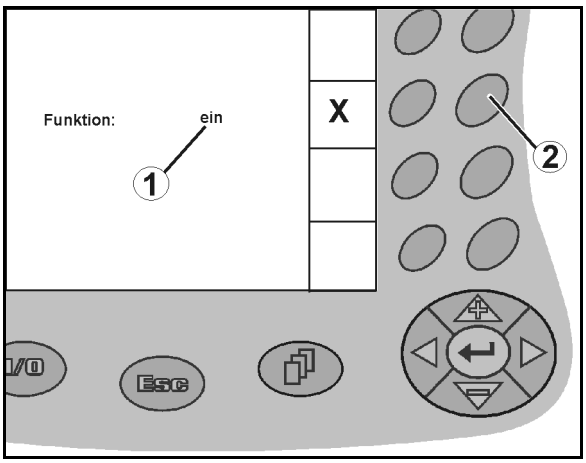

Fig. 14
- Press function key (Fig. 14/2) once
→ Function **on** (Fig. 14/1).